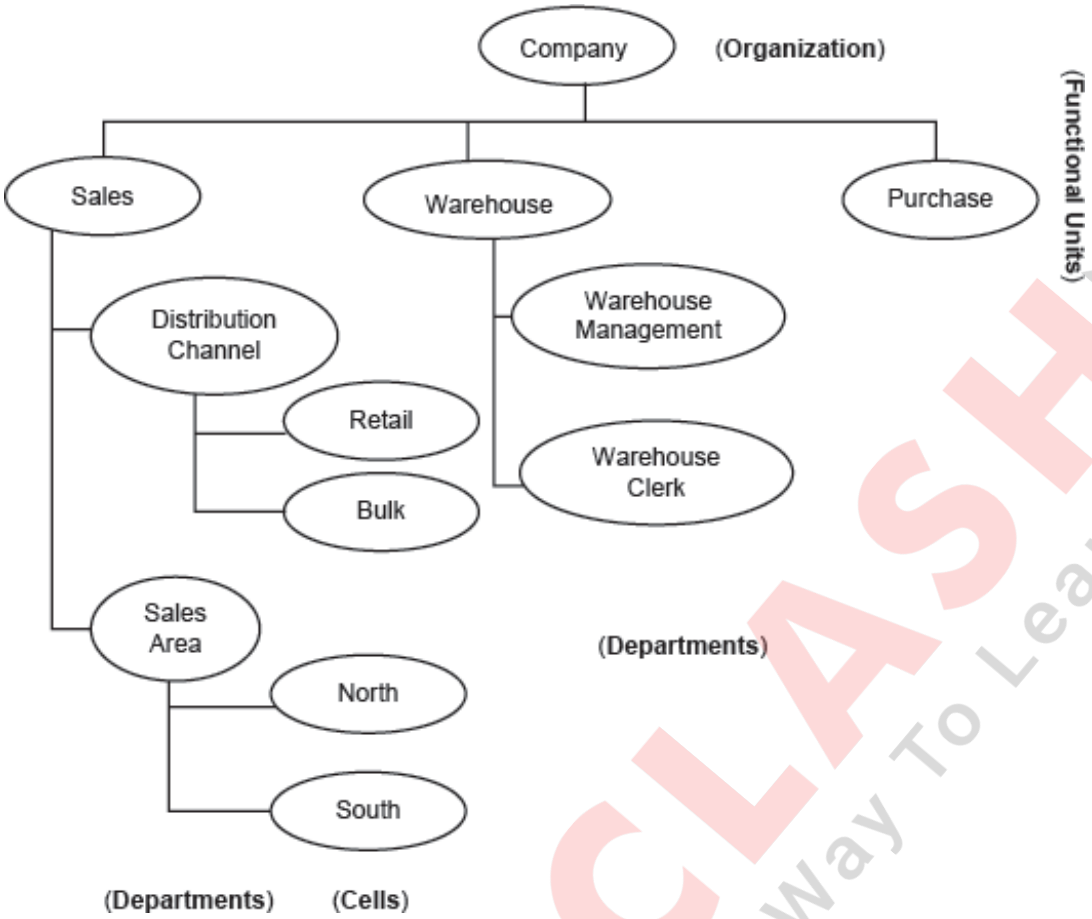

FIGURE 6.6 Organizational Model (Partial) of a Stationary Trading Business
2. **Organization model:** The organizational model captures the structure of the organization. An organization is divided into functional units and business units. A functional unit may have further divisions such as departments or cells, etc. An organizational map, which also looks like a tree, shows the relationships among the organizational units. The organizational map serves as a reference for organization restructuring. The organizational model also serves as a reference for deciding different levels of access required at different levels of hierarchy. Figure 6.6 shows a partial organizational model of a company that trades stationary. This company has units to manage sales, purchase and warehouse. There would be other units that have not shown. Each unit may have further subunits. Such a figure captures the organizational structure and the division of responsibilities.